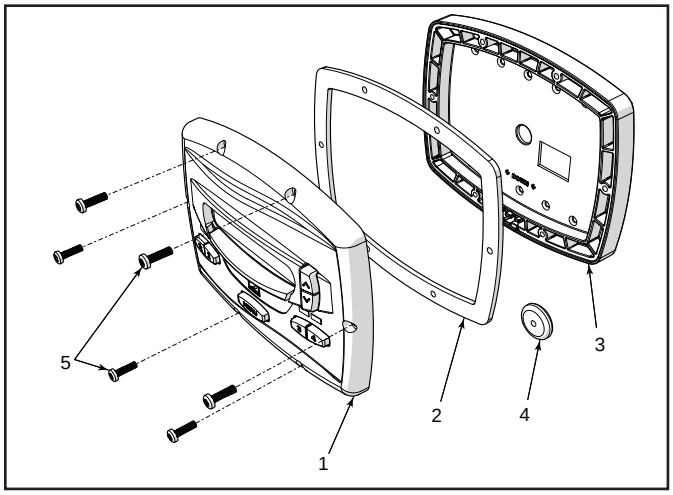

Figure 3. Componentes del controlador
La unidad del controlador consta de los componentes siguientes, ver "Figure 3. Componentes del controlador":
3. Perfore la plástico que cubre los orificios para tornillos de la placa posterior. Véase "Figure 3. Componentes del controlador"